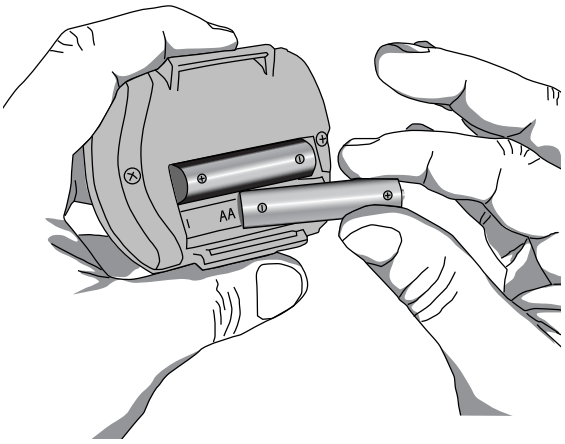

Figure 5 : Insertion des piles
2. Insérez 2 piles AAA complètement chargées ou neuves (figure 5). La direction des piles est indiquée à l'intérieur du compartiment des piles.